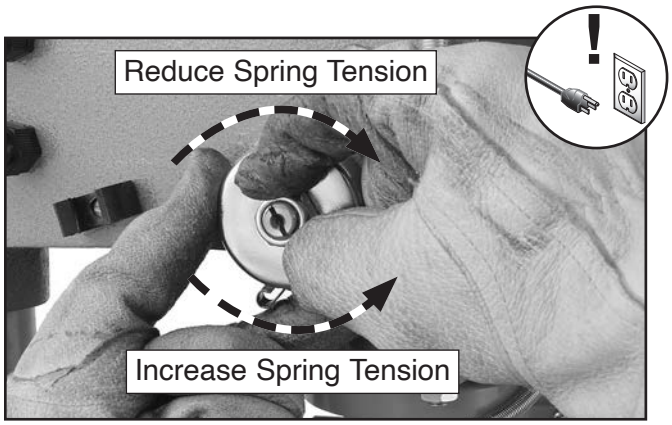

**Figure 54.** Example of adjusting cover.
6. Rotate cover counterclockwise to increase tension, or let cover slowly unwind in clockwise direction to reduce spring tension (see **Figure 54**).